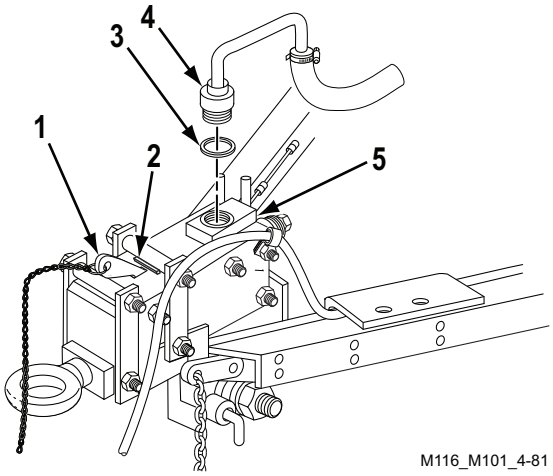

Figure 1. Fill Master Cylinder.
1. Release breakaway lever (Figure 1, Item 1) by pulling up on leaf spring (Figure 1, Item 2) and pushing down on breakaway lever (Figure 1, Item 1). Release leaf spring (Figure 1, Item 2).
2. Remove cap (Figure 1, Item 4) and gasket (Figure 1, Item 3) from master cylinder (Figure 1, Item 5).
3. Fill master cylinder (Figure 1, Item 5) with brake fluid to within 1/4 in (6.35 mm) of top. Install gasket (Figure 1, Item 3) and cap (Figure 1, Item 4) on master cylinder (Figure 1, Item 5) and finger-tighten.